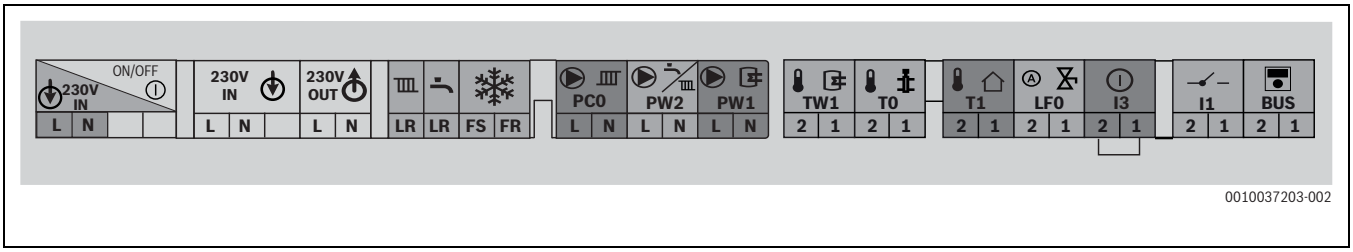

Fig. 44 Regletă pentru accesorii externe
- ▶ Racordați cablul la regleta pentru accesorii externe (→ Fig. 44).